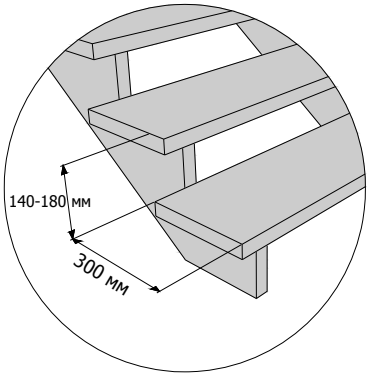

Рисунок 4 – Использование заводских ступеней
3.4 При использовании готовых (заводских) ступеней угол наклона лестницы регулируется только за счет высоты подъема ступени (рисунок 4).